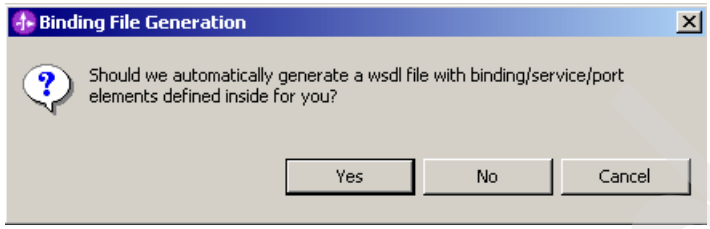

Figure A-72 Binding File Generation window
5. In the Add Binding File Generation window (Figure A-72), click **Yes**. This ensures a WSDL file is generated.